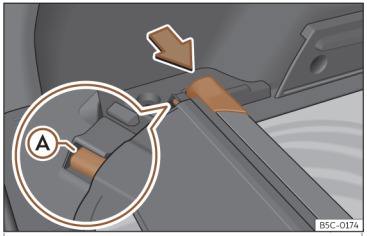

Fig. 122 Nel bagagliaio: alloggiamento per la riposizione del pianale avvolgibile.
- Spingere la testa del pianale avvolgibile nel senso della freccia fino a fissarla nell'apposito alloggiamento››› fig. 122. Assicurarsi che il pattino (A) si adatti all'alloggiamento corrispondente.